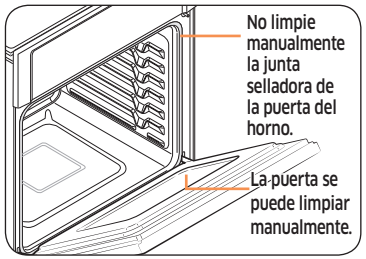

Fig. 2
- No limpie la junta selladora. El material de fibra de vidrio de la junta de la puerta del horno no resiste la abrasión. Es fundamental que esa junta selladora permanezca intacta. Si usted nota que se está desgastando o deshilachando, reemplácela. (Fig. 2)